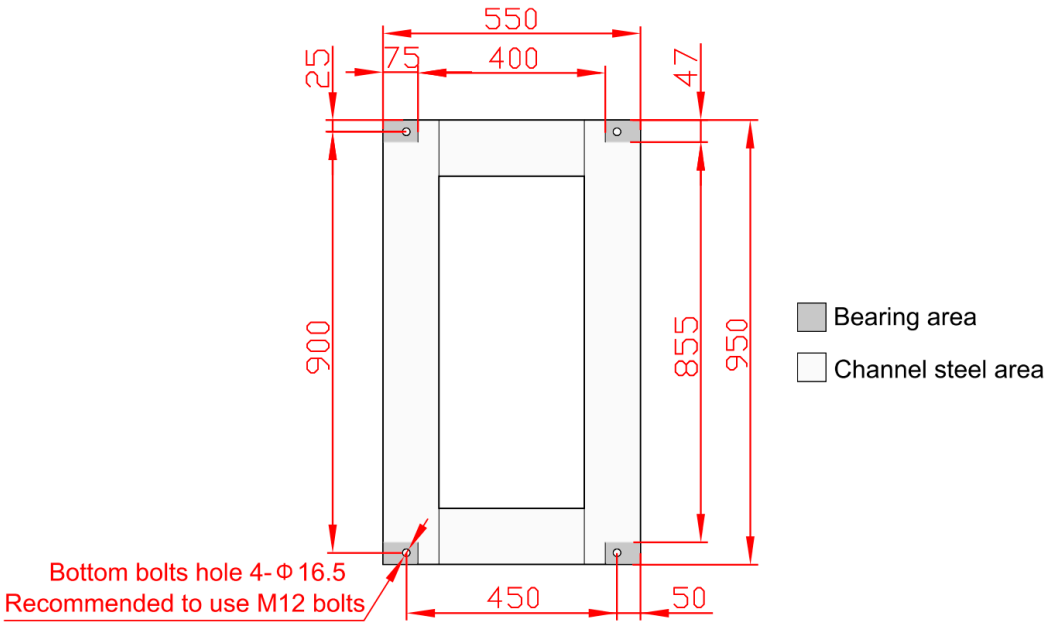

FIGURA 3-18 Quote di installazione consigliate per profilato a C di acciaio (unità: mm)
- Se l'UPS viene installato su un telaio in profilato a C di acciaio, eseguire quattro fori Φ14 mm nel profilato secondo la Figura 3-18 e proseguire con il passo 4.